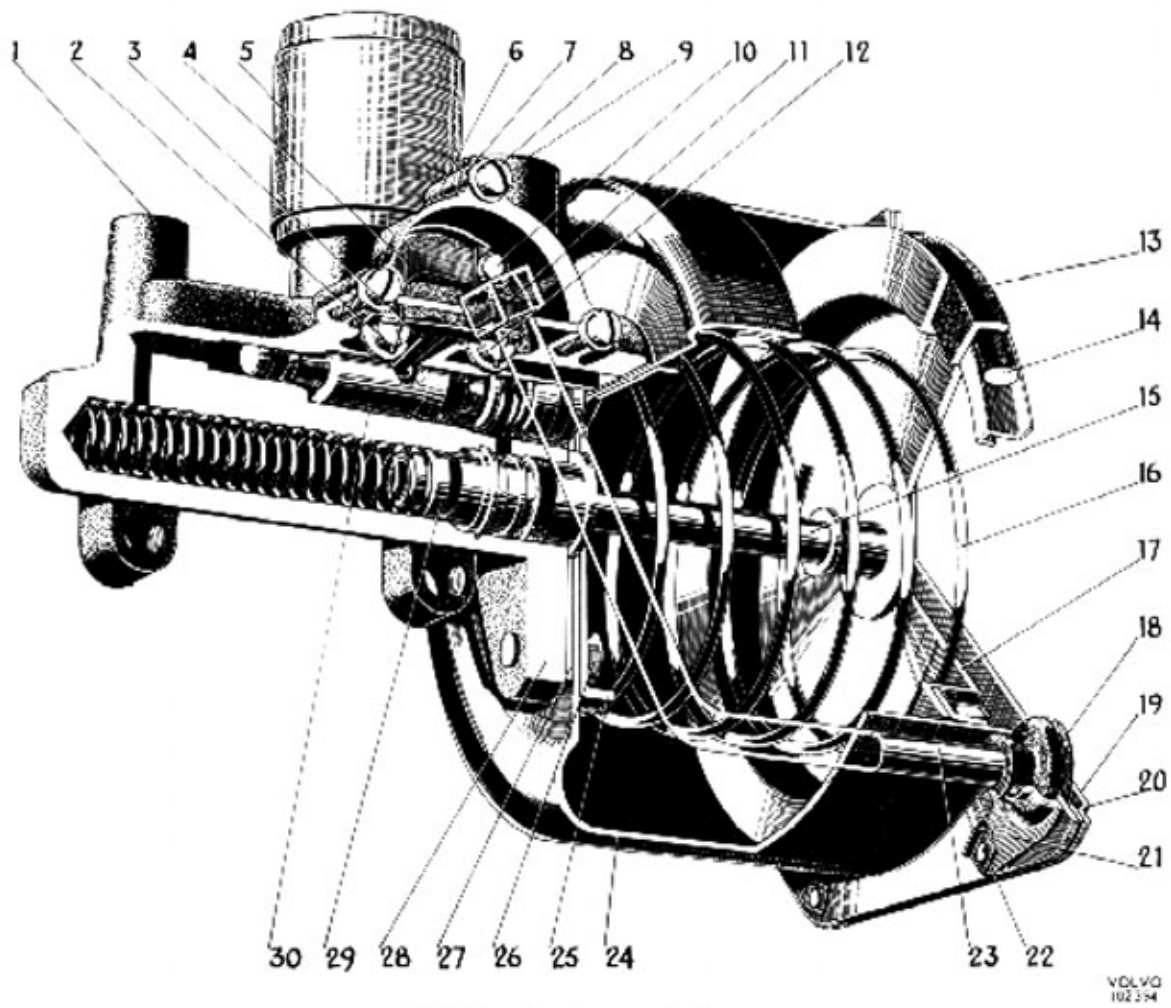

Bild 54-1. Servobromscylinder
Servobromscylinderns konstruktion framgår av bild 54-1. Servobromscylindern förstärker vätsketrycket från huvudcylindern till hjulcylindrarna.
2. Ta loss skruvarna (22 bild 54-1), varvid locket (19) lyfts av den fjäderbelastade kolven. Ta bort lock, packning (20), kolv (17) och returfjäder (16). Ta bort de tre skruvarna (26) och demontera cylindern (24) från huset (28).